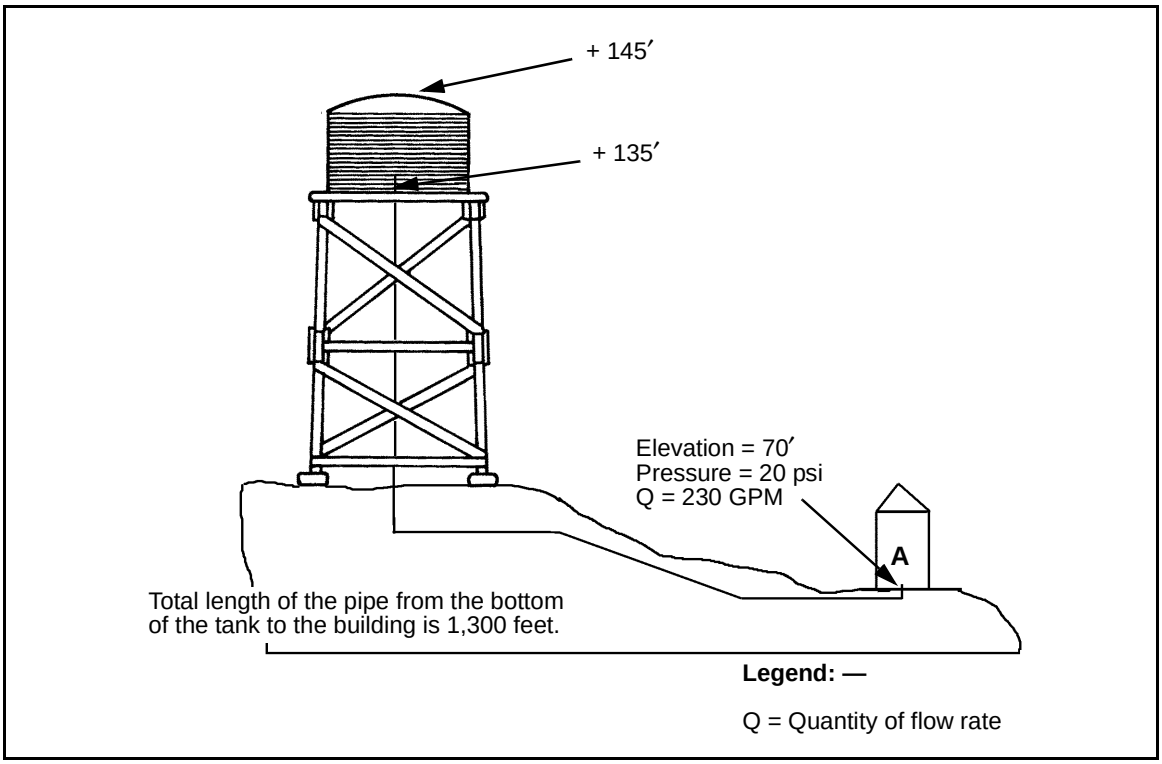

Figure E-4. Water Line, Design 1
Q = *230 GPM (Figure E-4)*
Step 3. Determine the pipe length. Pipe length given is 1,300 feet (*Figure E-4*).